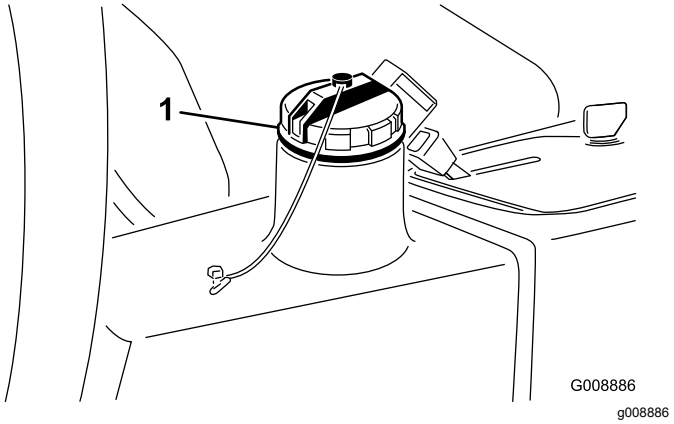

Figur 82
4. Fyld beholderen (Figur 82) med ca. 22,7 l hydraulikvæske. Se Hydraulikvæskespecifikationer (side 55).